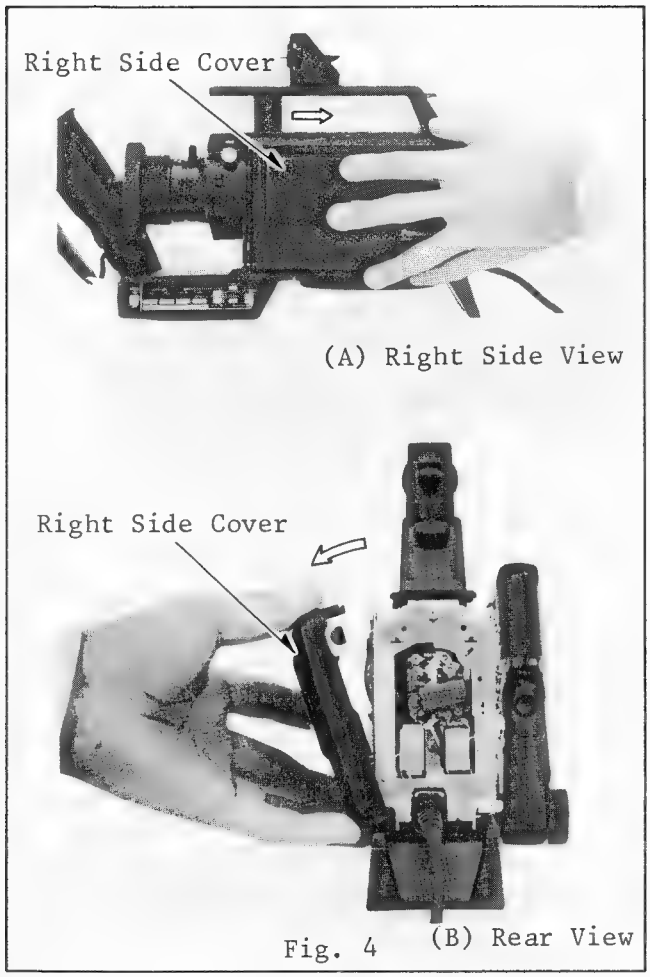

Fig. 4
a. Move the right side cover to the rear (see Fig. 4-A).
b. Then, remove the right side cover (see Fig. 4-B).